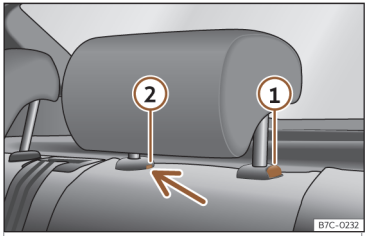

Fig. 109 Poggiatesta posteriore: smontaggio.
- Premere il tasto>>> **fig. 109** ①, premendo al tempo stesso attraverso il foro della sicura ② con un cacciavite piatto di massimo 5 mm di larghezza e rimuovere il poggiatesta.